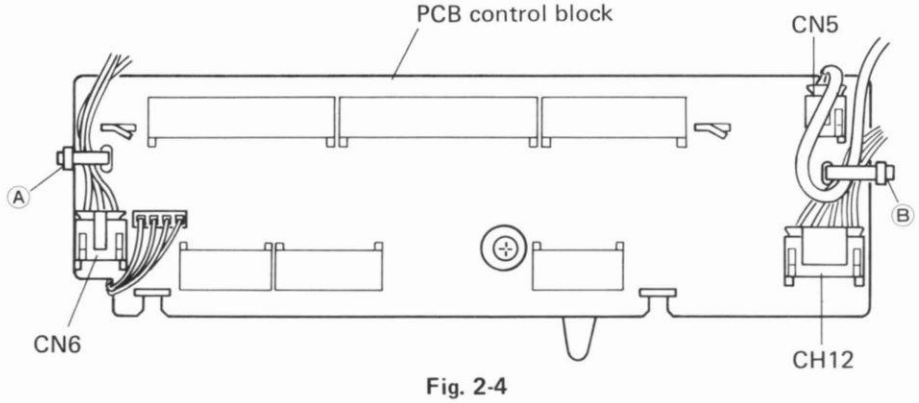

Fig. 2-4
1. Cut wire restraint bands Ⓐ and Ⓑ of the PCB control block (Fig. 2-4) of the loading gear unit, then remove connectors CN5, CN6, and CN12.
1．ローディング・ギア・ユニットのPCB CONTROL BLK（図2-4 ）のⒶ，Ⓑの結束バンドを切り，CN5，CN6，CN12のコネクタを外す．